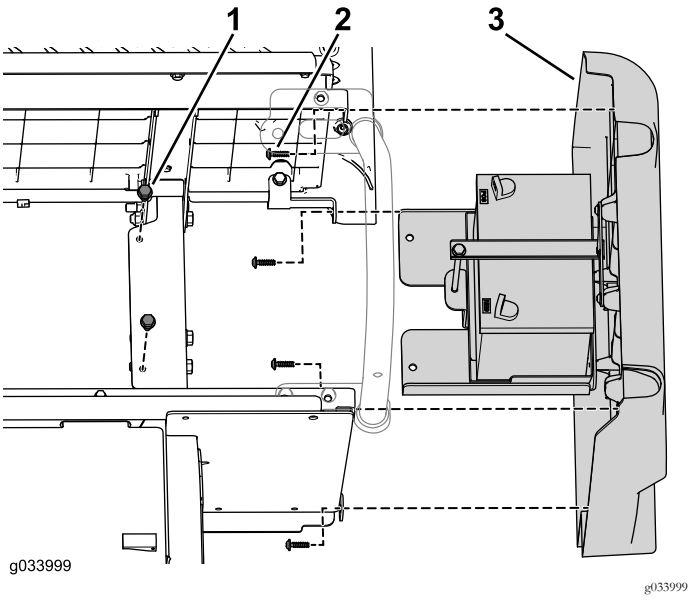

Figur 45
3. Använd de fästelement som du tog bort tidigare för att montera den ursprungliga högra panelen på den bakre sätessockelns paneler (Figur 45).